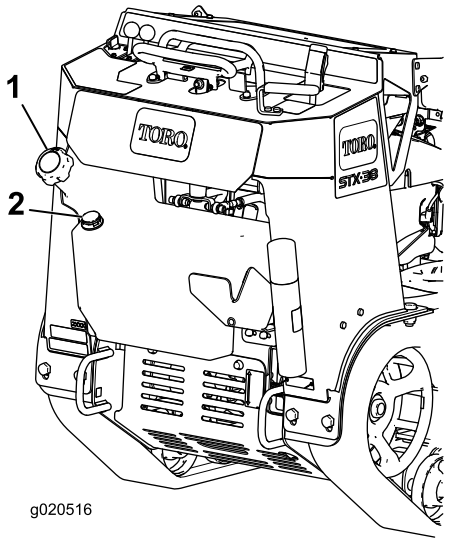

**Figur 18**
3. Gör rent runt tanklocket och ta bort det (Figur 18).